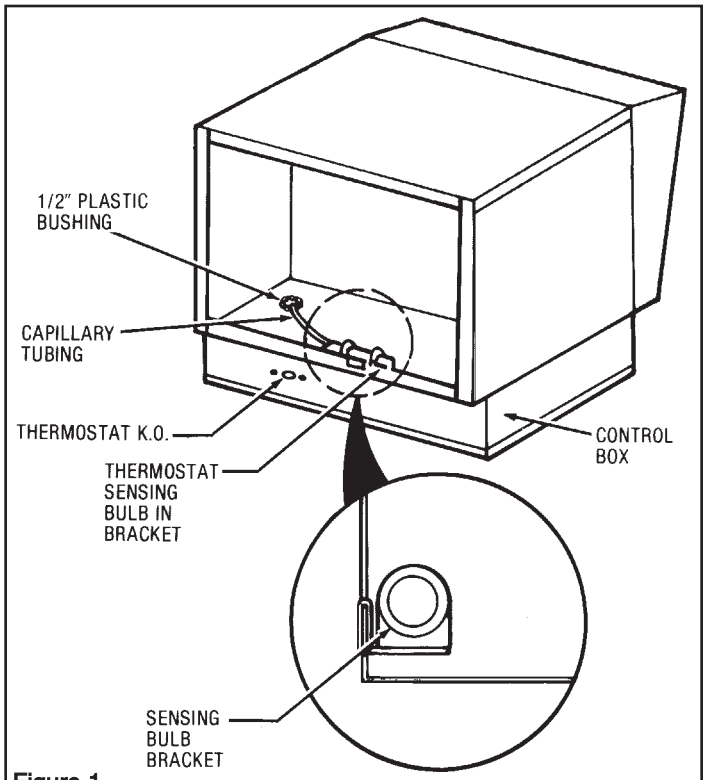

Figure 1
3. Remove 5/16" (8mm) diameter knockout from front or rear of control box (See Figure 1).
7. Route thermostat sensing tube and bulb through plastic bushing as shown in Figure 1 using care to keep tube away from all uninsulated connections in control box.
8. Fit rubber grommet provided with kit onto thermostat bulb and slide into bulb bracket as shown in Figure 1. Slide clip onto back of heater enclosure.
9. Connect thermostat lead wires as shown in Wiring Diagram Figure 1.